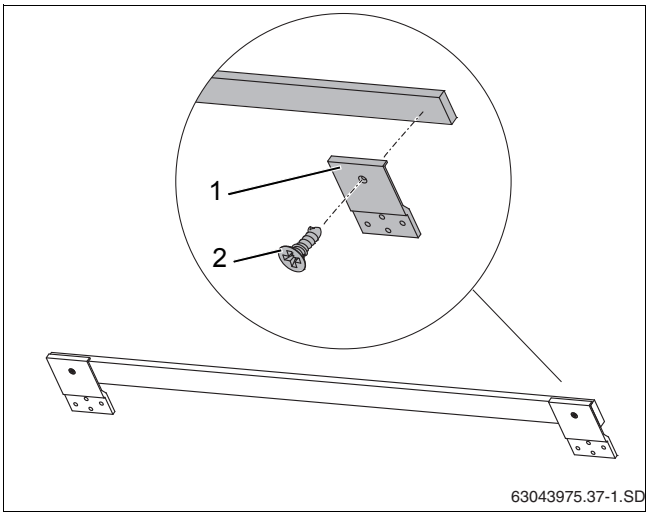

Рис. 10 Установка креплений от сползания
Для горизонтального монтажа нужно закрепить 3 крепления от сползания (рис. 10, [1]) на деревянной планке (2 снаружи, 1 в середине).
- На концах деревянных планок закрепите два крепления от сползания (рис. 10, [1]) болтами 4x10 (рис. 10, [2]).